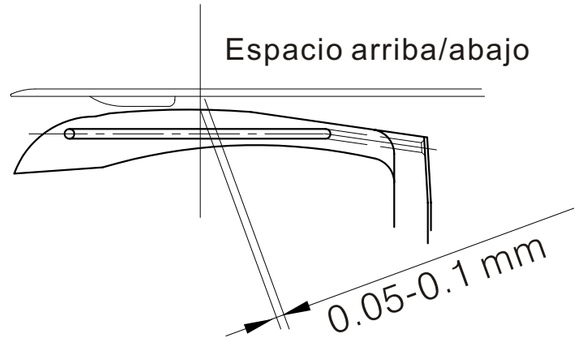

Fig. 67
(3) El espacio desde el rebordeador inferior hasta la parte superior del bucleador debe ser de 0.05-0.1mm (Fig. 67)